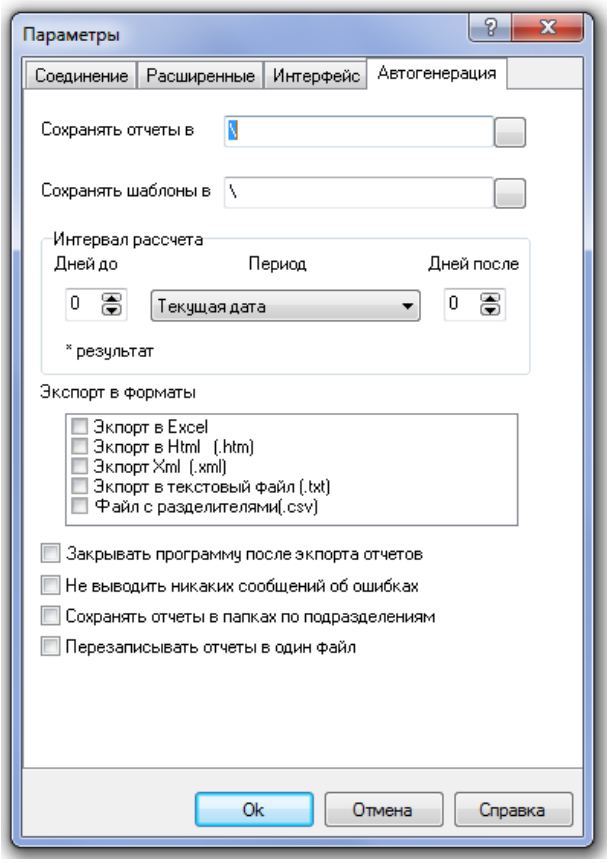

Рисунок 9-100 Определение параметров для автогенерации отчета
4) в окне «Параметры» на вкладке «Автогенерация» (см. п. 9.3.1.1.4) задать параметры для автоматической генерации отчета (см. Рисунок 9-100);